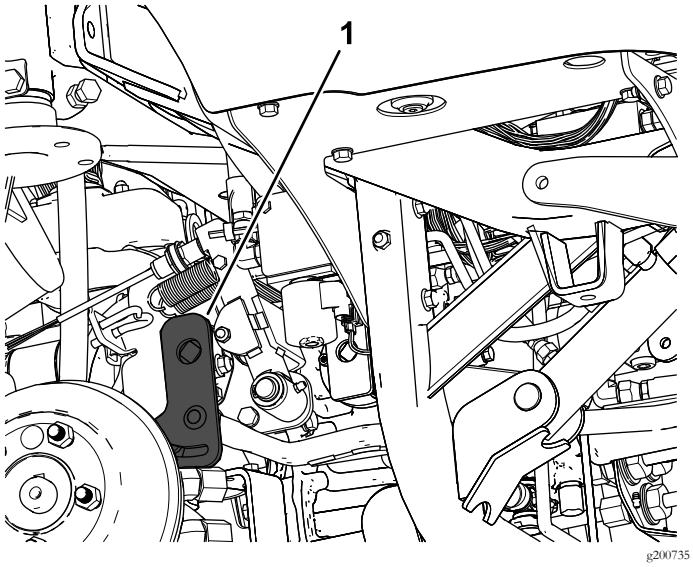

Figura 4
1. Localice y retire el brazo de la palanca de tracción (Figura 4).